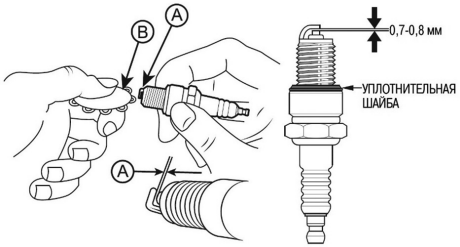

Рис. 31 Проверка межэлектродного зазора
4. Измерьте зазор А между электродами свечи зажигания специальным щупом В. Зазор должен быть 0,7-0,8 мм (Рис. 31). При увеличении или уменьшении требуемого зазора, рекомендуется заменить свечу, так как регулировка зазора может привести к изменению качества искрообразования.